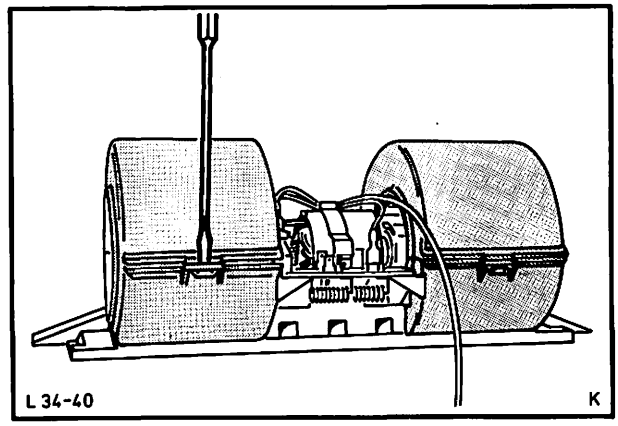
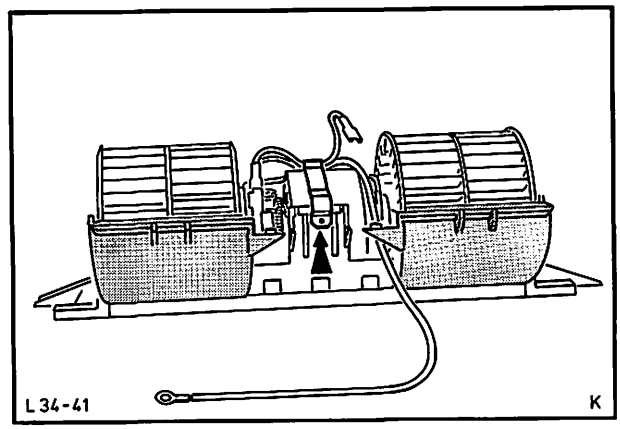

Abb. 46 Lüfterabdeckungen abbauen
Abb. 47 Befestigungsbügel lösen und Elektromotor abnehmen
4. Beide Lüfterabdeckungen mit einem geeigneten Schraubenzieher aus den Halterungen ausbauen, Abb. 46. Befestigungsbügel – Gebläsemotor lösen und Motor entfernen, Abb. 47.